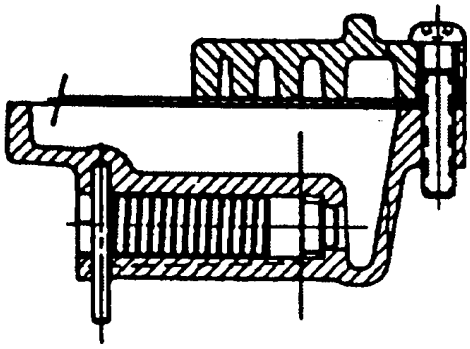

Figure 8.59 - Line Pressure Relief Valve
26. Install the line pressure relief valve, tapered end first, (refer to figure 8.59), and the spring and disc. Secure with the retaining pin.